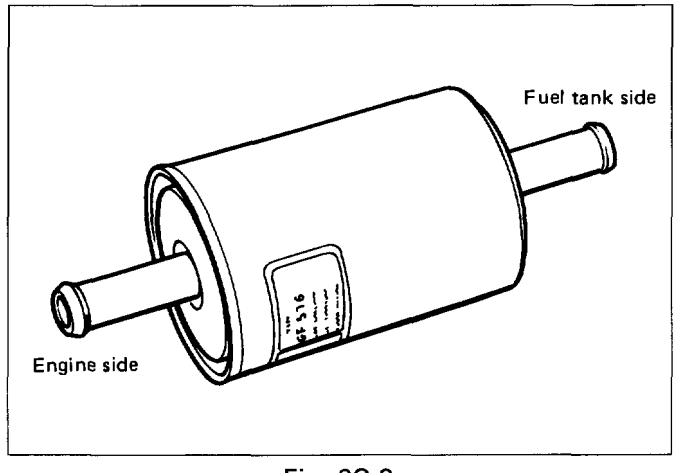

Fig. 6C-3
- Install the filter in the proper direction. (Fig.6C-3)